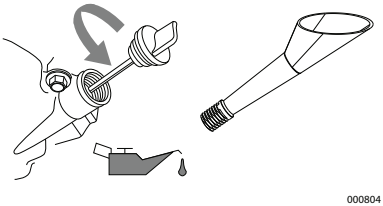

Figure 2-7. Retrait du bouchon-jaugeur
3. Retirez le bouchon-jaugeur de l'orifice et essuyez-le. Voir *Figure 2-7*.